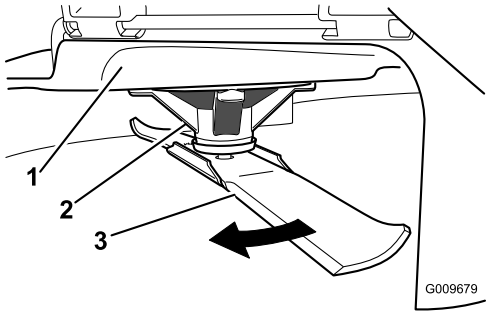

Figuur 48
2. Draai terwijl u dikke handschoenen of andere adequate handbescherming draagt langzaam het te meten mes in een stand die effectieve meting mogelijk maakt van de afstand tussen de maairand en het egale oppervlak waarop de machine staat (Figuur 48).